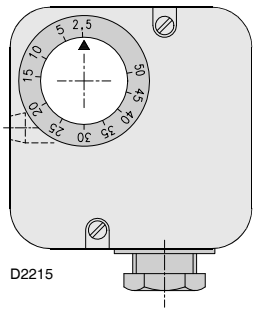

图 19
- 调节燃烧器风室的风压开关 (图 19) 至量程的起始位置。